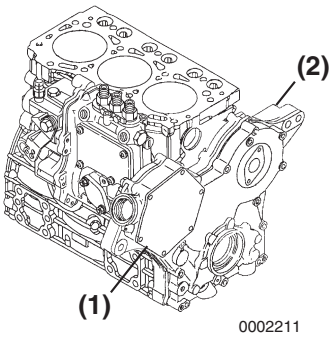

Figure 7-10
13. Remove the fuel injection pump drive gear access cover **(Figure 7-10, (1))** from the gear case cover **(Figure 7-10, (2))**.